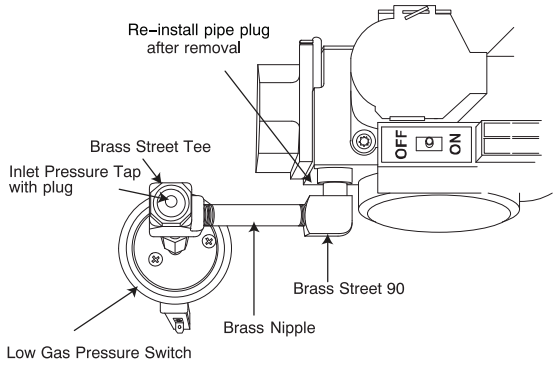

**Figure 10 - Alternate Low Gas Pressure Switch Removal**
If the vent pipe does not pass between the inducer and burner assembly, or the furnace is wider than a 14 3/16-in. (360 mm) wide casing. The switch may be installed as shown in Figure 10.
1. Remove Low Gas Pressure Switch, brass street tee, brass nipple and brass street 90° elbow from the gas valve inlet pressure tap. See Figure 10.